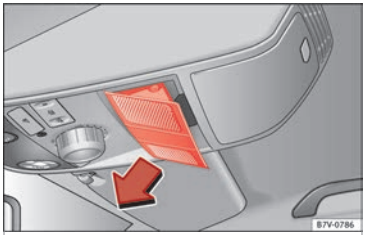

Fig. 201 On the interior roof lining: remove cover.
- Push open the cover in the direction indicated (arrow) ››› **Fig. 201**.